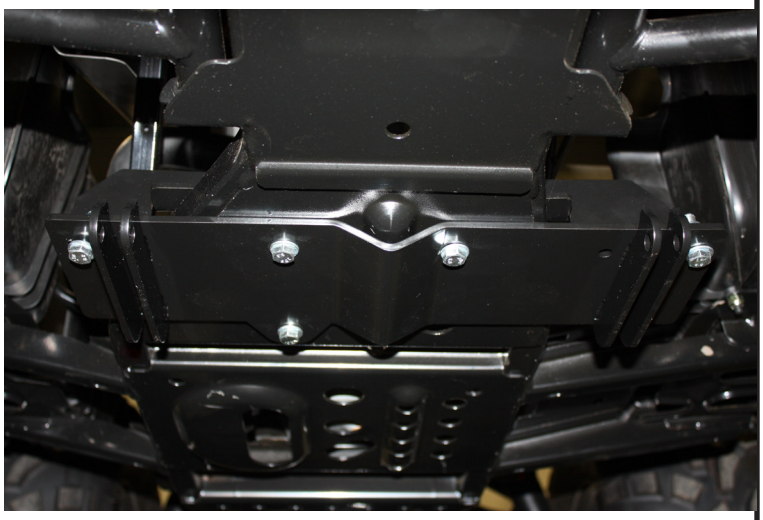

Figure 5 - *Remove Plastic Skid Plate*
5. Tighten the bolt with the large black washer first. Then you can tighten the rest of the fasteners at this time. Try to tighten the rest of the fasteners evenly, and not so much that you distort the mount to much. See figure 5.